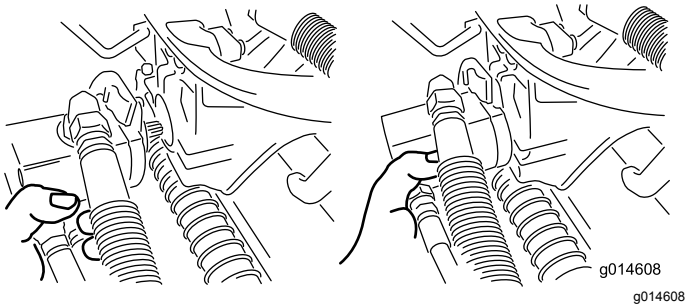

**Figur 47**
3. Flyt motoren hen i opbevaringspositionen foran på affjedringsarmen (Figur 47).